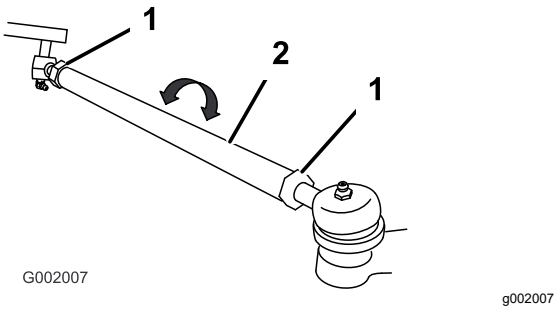

Figur 52
5. Hvis målingen ikke falder inden for de specificerede mål, skal kontramøtrikkerne løsnes i begge ender af forbindelsesstængerne (Figur 52).